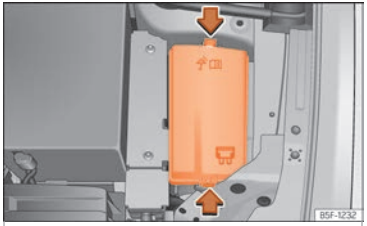

Fig. 56 En el vano motor: tapa de la caja de fusibles.
- Presione las pestañas de bloqueo para desbloquear la tapa de la caja de fusibles ››› **fig. 56**.